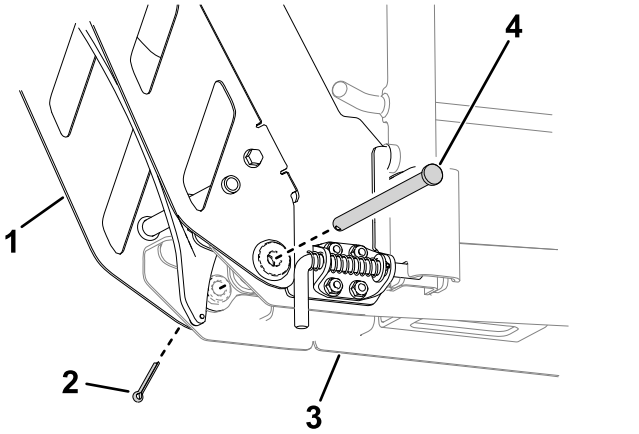

Figur 16
10. Använd en svängtapp och en saxpinne för att fästa rampenheten på skenenheten (Figur 16).